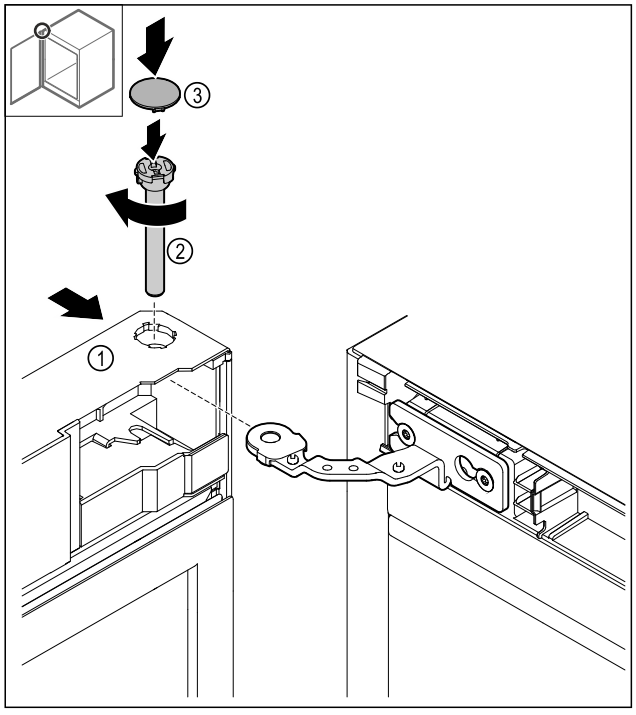

Fig. 47
- ▶ Deur *Fig. 47 (1)* boven op het scharnier schuiven.
- ▶ Bouten *Fig. 47 (2)* plaatsen en rechtsom vastdraaien.
- ▶ Afdekking *Fig. 47 (4)* plaatsen.